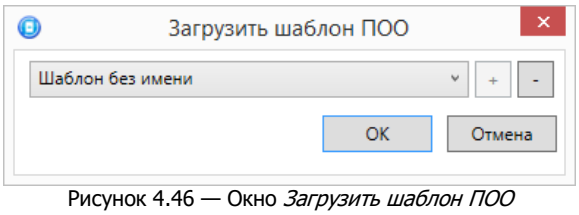

Рисунок 4.46 — Окно *Загрузить шаблон ПОО*
- *Загрузить шаблон настроек:* открытие окна *Загрузить шаблон ПОО* (см. рисунок 4.46), с помощью которого может быть сконфигурирован контроллер по предварительно созданному шаблону. Для того чтобы применить шаблон, выберите его в списке и нажмите кнопку *ОК*. Для того чтобы удалить один из сохраненных шаблонов, выберите его в списке и нажмите кнопку .